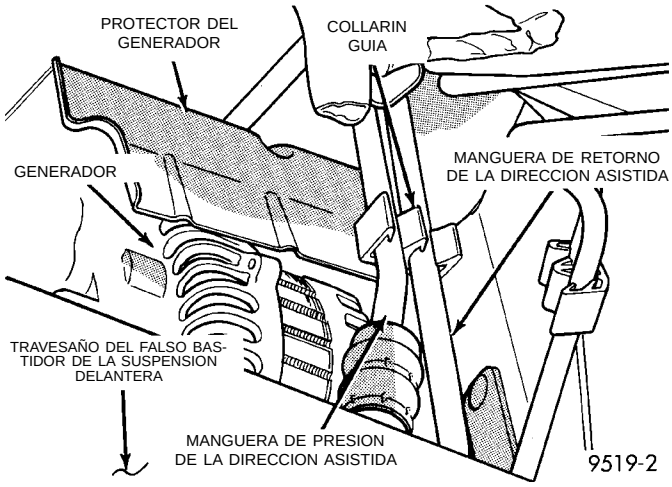
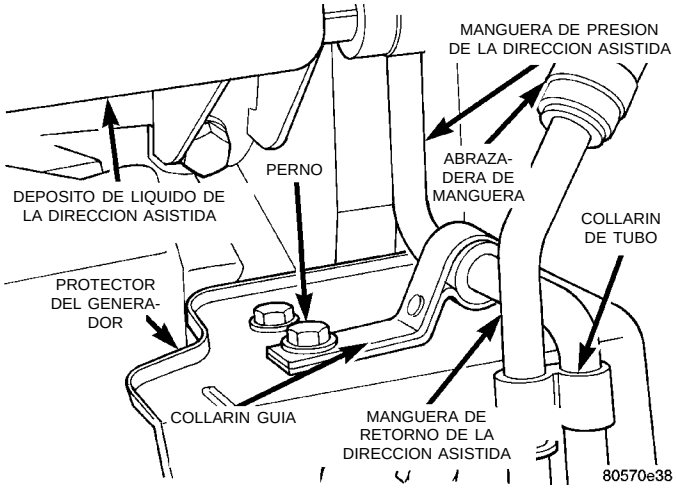
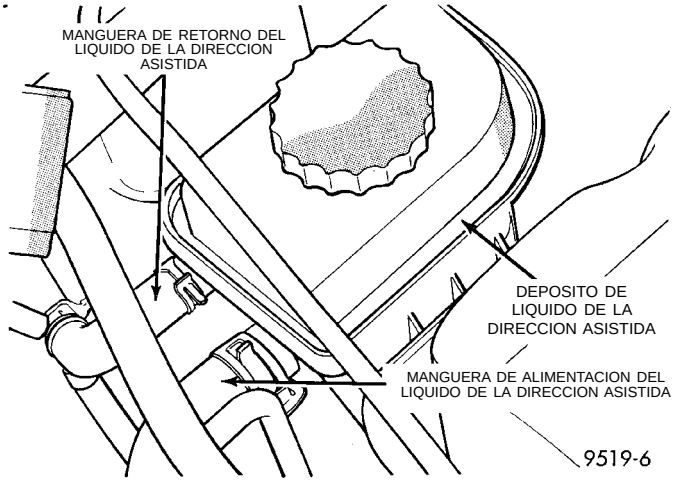

Fig. 16 Collarín guía de la manguera de la dirección asistida en el protector del generador
Fig. 17 Collarín de tubo en el protector del generador
Fig. 18 Manguera de retorno de la dirección asistida en el depósito
(3) Retire la manguera de retorno de la dirección asistida del collarín guía en el protector del generador (Fig. 16).
(4) Baje el vehículo.
(5) Retire el collarín de tubo en el protector del generador (Fig. 17) que sujeta la manguera de retorno de líquido de la dirección asistida a la manguera de presión de líquido de la dirección asistida.
(6) Retire la abrazadera de manguera que fija al depósito la manguera de alimentación de líquido de dirección asistida (Fig. 18). Después retire del depósito de líquido de dirección asistida la manguera de retorno de la dirección asistida.
(2) Instale la manguera de retorno de dirección asistida en la conexión del depósito de líquido de dirección asistida. Instale la abrazadera de manguera en la manguera de retorno de la dirección asistida en el depósito de liquido de la dirección asistida (Fig. 18). **Asegúrese de que la abrazadera de la manguera esté instalada más allá del reborde remachado de dicho depósito.**
(3) Eleve el vehículo.
(4) Junte las mangueras de retorno y de presión de la dirección asistida con el collarín (Fig. 17).
(6) Instale la manguera de retorno de la dirección asistida en el collarín guía en el protector del generador (Fig. 16).
(7) Baje el vehículo.
(8) Ponga en marcha el motor y déjelo funcionar unos segundos. Después apáguelo.
(9) Añada líquido si es necesario. Repita el procedimiento anterior hasta que el nivel de líquido permanezca constante después de hacer funcionar el motor.
(10) Eleve las ruedas delanteras hasta que no toquen el suelo.
(11) Ponga en marcha el motor. Haga girar lentamente el volante de dirección a la derecha y a la izquierda, tocando apenas los topes del volante. Luego detenga el motor.
(12) Añada líquido de dirección asistida si es necesario.
(13) Baje el vehículo y gire el volante de dirección lentamente de tope a tope.
(14) Detenga el motor. Verifique el nivel del líquido y vuelva a llenar según sea necesario.
(15) Si el líquido está muy espumoso, deje el vehículo detenido por unos minutos y repita el procedimiento anterior.
(16) Una vez instalada la manguera, verifique todas las mangueras por si hubiera fugas.